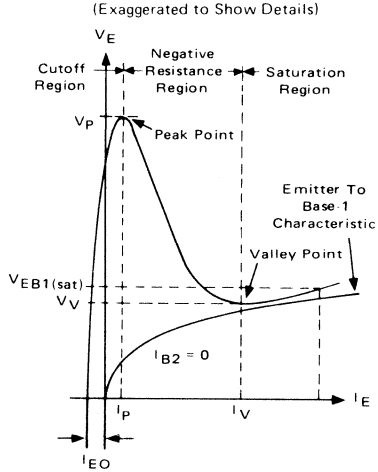

FIGURE 3 – V_{OB1} TEST CIRCUIT
(2) Use pulse techniques: PW ≈ 300 μs, duty cycle ≤ 2% to avoid internal heating due to interbase modulation which may result in erroneous readings.
(3) Base-One Peak Pulse Voltage is measured in circuit of Figure 3. This specification is used to ensure minimum pulse amplitude for applications in SCR firing circuits and other types of pulse circuits.